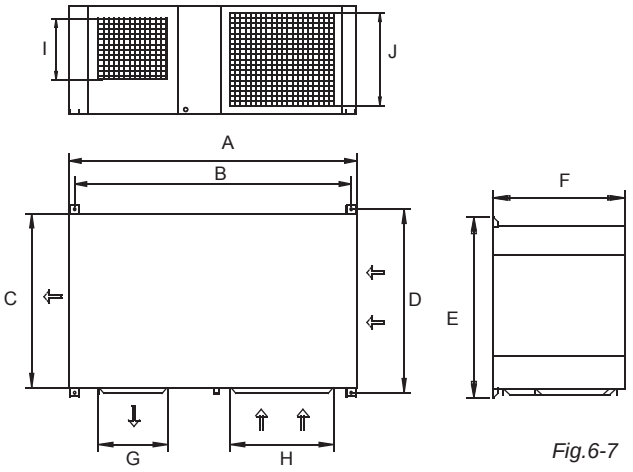
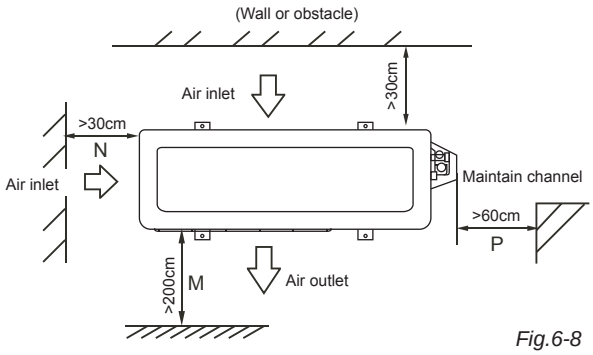
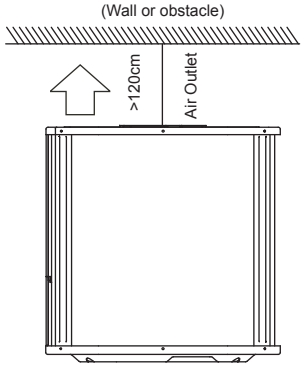

Fig.6-7
Fig.6-8
Fig.6-9
- The minimum distance between the outdoor unit and obstacles described in the installation chart does not mean that the same is applicable to the situation of an airtight room. Leave open two of the three directions.*(Refore to Fig.6-7, Fig.6-8, Fig.6-9)*